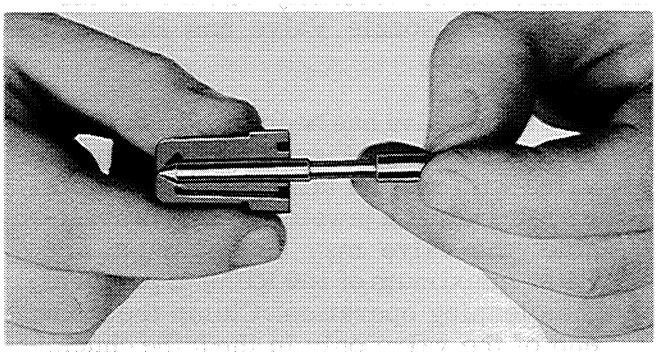

Figure I-32. Cleaning Nozzle Valve Opening
7. Clean the nozzle valve opening in the nozzle body with the valve seat scraper, Figure I-32.